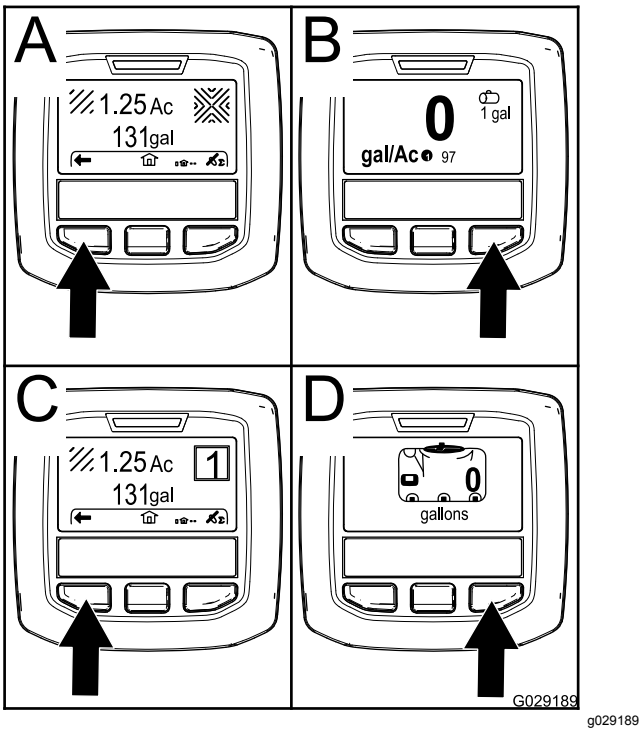

Figur 19
- Höger valknapp: **total sprutad yta** (A i Figur 19)
- Höger valknapp: **spruthastighet** (B i Figur 19)
- Vänster valknapp: **sprutad underyta** (C i Figur 19)
- Vänster valknapp: **tankvolym** (D i Figur 19)